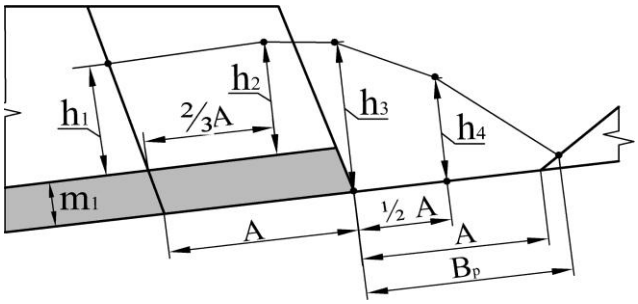

Рис. 2.1 – Параметры начального и конечного статических этапов при построении бестранспортной схемы экскавации:
**Цель работы.** Изучить технологию разработки вскрышного уступа над пологим угольным пластом с перевалкой породы драглайном во внутренний отвал (рис. 2.1).